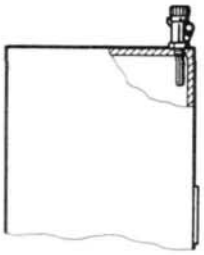

Рисунок 2
- *При вертикальной установке (рисунок 2) используются белые цифры и маркировка;*